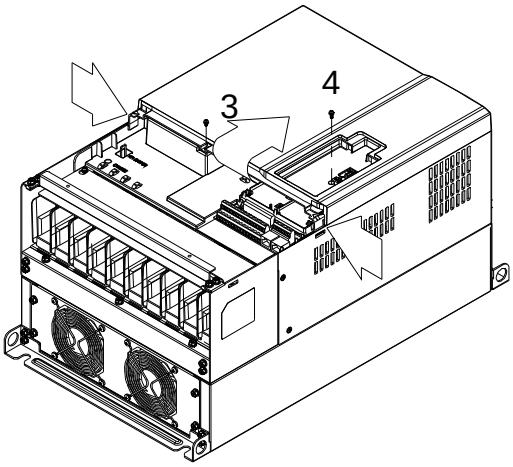

Figura 2
2. (Figura 2) Afloje el tornillo 3 y tornillo 4, y presione en el saliente ubicado en la derecha e izquierda para extraer la tapa. Par de apriete del tornillo: 6~8kg-cm (5,2~6,9in-lbf).